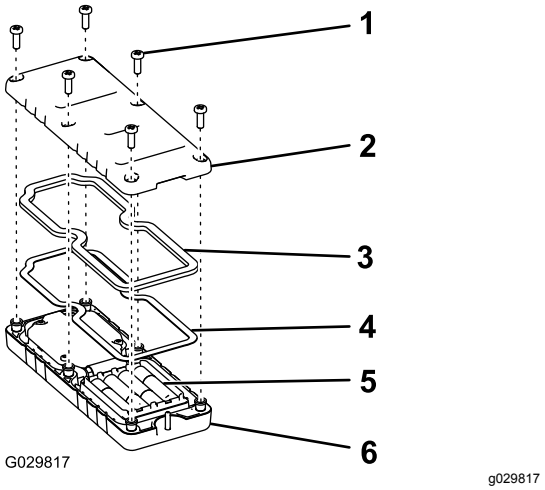

Figuur 40
1. Verwijder de 6 schroeven van de achterkant van de afstandsbediening en verwijder het deksel (Figuur 40).
5. Plaats het deksel terug en bevestig het met de 6 schroeven die u eerder hebt verwijderd (Figuur 40) en draai deze vast met een torsie van 1,5 tot 1,7 N·m.